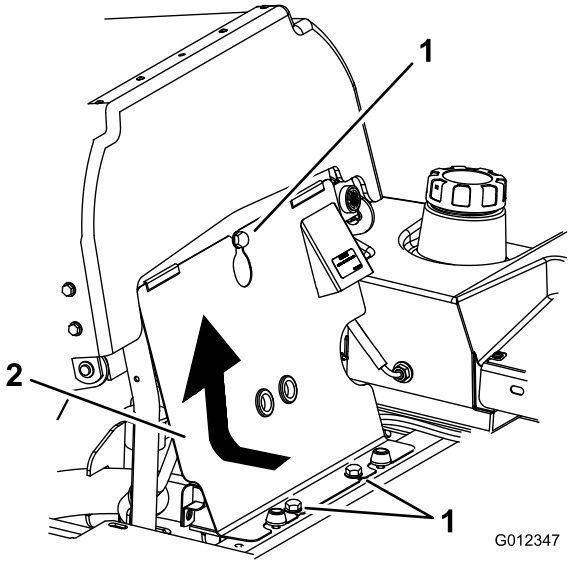

Figur 40
1. Vip sædet frem, løsn boltene, og fjern boltene, der fastholder motorens frontpanel, og fjern det (Figur 40).